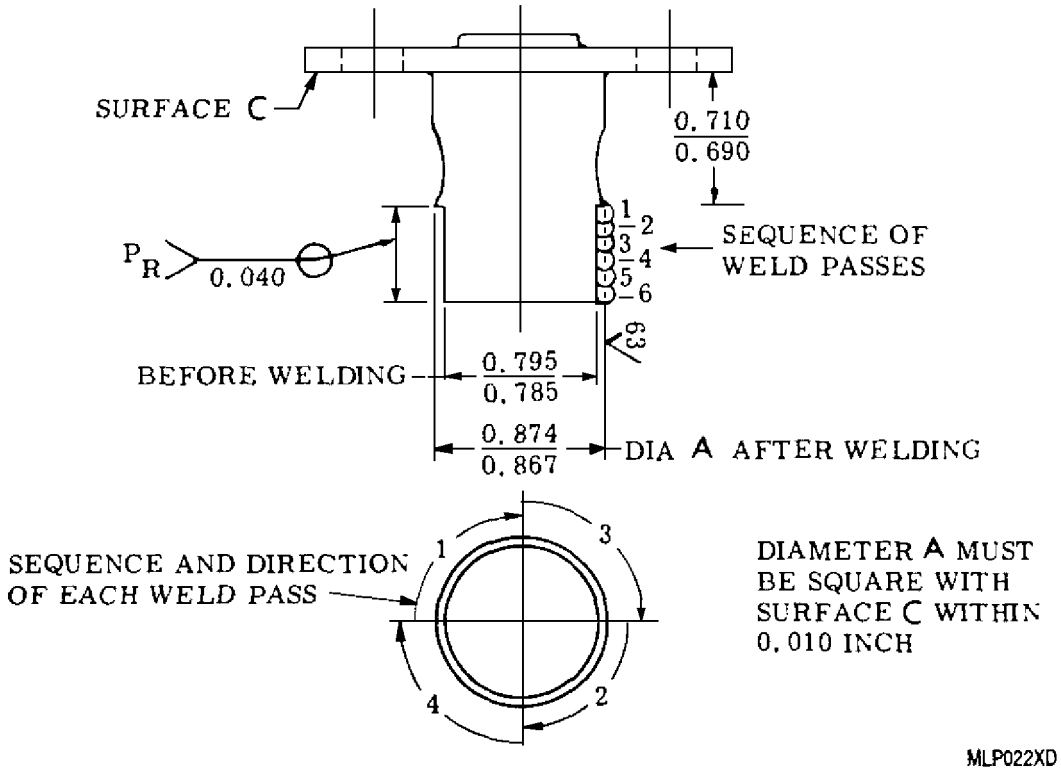

Figure 1. Combustion Liner Support and Igniter Liner Support Weld Repair
b. Machine or grind repairable parts as shown in figure 1 to remove approximately 0.040 in. from original wall thickness. Clean up any depressions after machining to ensure satisfactory weld repair.
c. Buildup the machined or ground area with sufficient weld material for finishing to dimensions in figure 1.
h. Grind the welded area to diameter and surface finish shown in figure 1. Grind end flush with original surface.